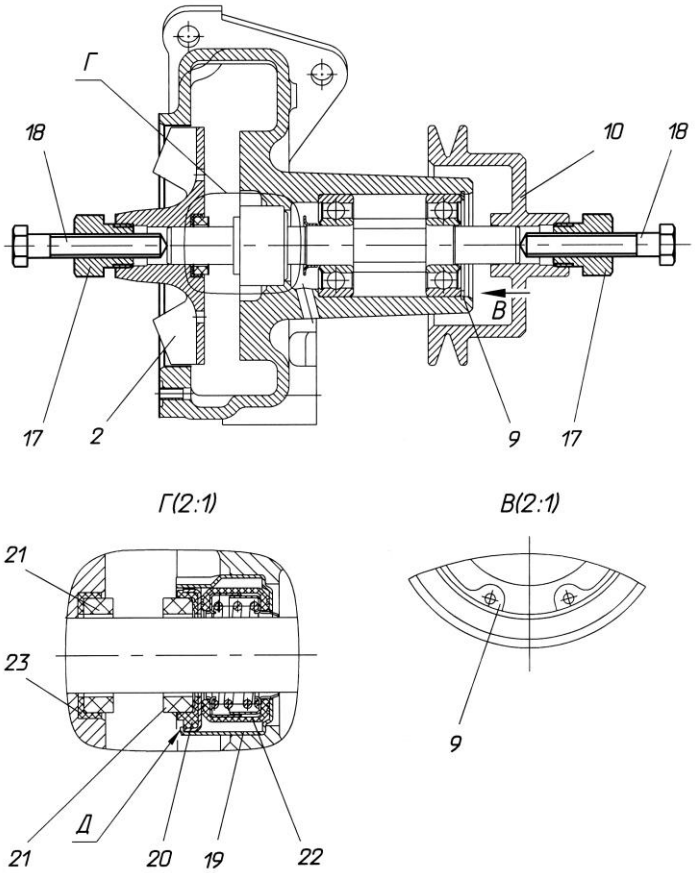

Рис. 14. Разборка водяного насоса:
9. Завернуть в резьбовое отверстие (М22х1,5) крыльчатки 2 гайку 17 съемника (рис. 14, 15) и, вворачивая болт 18, спрессовать крыльчатку 2 с вала 5.
10. Отогнуть «усы» Д корпуса 19 торцового уплотнения (рис. 14) и извлечь манжету 20, втулку 21 и манжету 22 с пружиной и каркасами в сборе.
14. Если латунный корпус 23 торцового уплотнения не имеет повреждений, его из корпуса 1 можно не извлекать и на этом разборку насоса можно считать законченной (см. рис. 14).
7. Установить в латунный корпус 19 (рис. 14) детали торцового уплотнения;